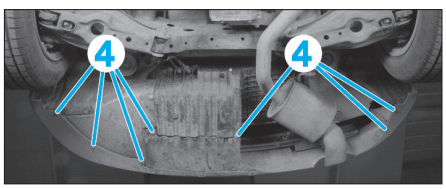

Fig. 170
• Sous le véhicule, déposer les vis (4) **(Fig.170)**.